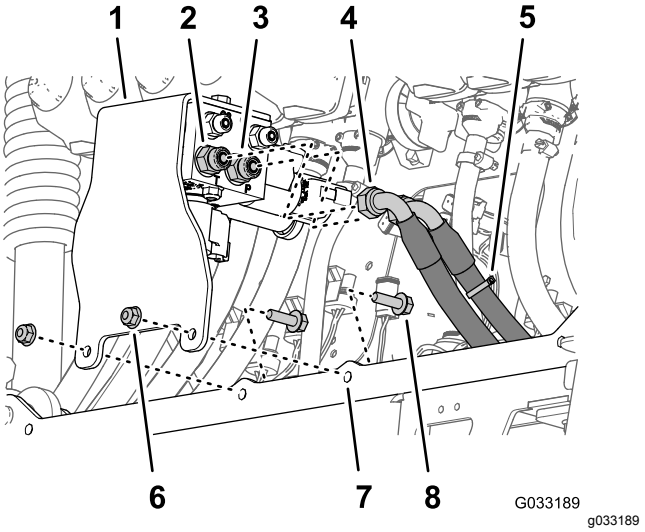

Figuur 93
1. Lijn de gaten in de steunbeugel voor het verdeelstuk van de spuitboomlift die u verwijderd hebt in stap 3 van Het hefverdeelstuk (ventielenblok) van de spuitboom verwijderen van de middelste spuitboom (bladz. 32) uit met de brede cilinderbevestiging van de nieuwe middelste spuitboom (Figuur 93).
2. Monteer de steunbeugel op de cilinderbevestiging (Figuur 93); gebruik hierbij de 2 flenskopbouten (5/16 x 1 inch) en flensborgmoeren (5/16 inch) die u verwijderd hebt in stap 3 van Het hefverdeelstuk (ventielenblok) van de spuitboom verwijderen van de middelste spuitboom (bladz. 32).
4. Sluit de hydraulische drukslang (aangeduid met een kabelbinder) aan op opening P van het hefverdeelstuk van de spuitboom (Figuur 93).
5. Sluit de hydraulische retourslang aan op opening T van het hefverdeelstuk van de spuitboom (Figuur 93).